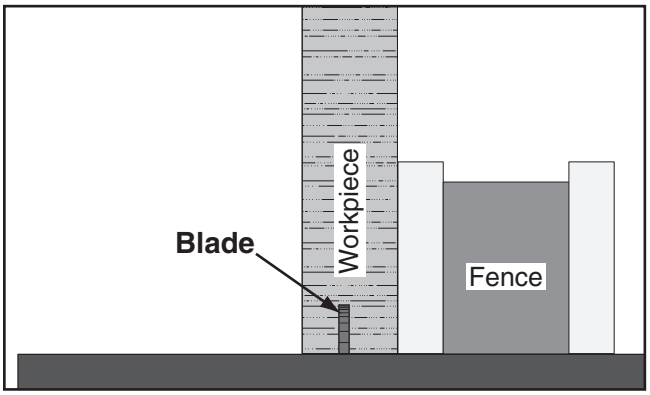

Figure 71. Example of rabbet cutting with a standard blade.
5. Stand workpiece on edge, as shown in **Figure 71**, then adjust fence so blade is aligned with inside of your rabbet channel.